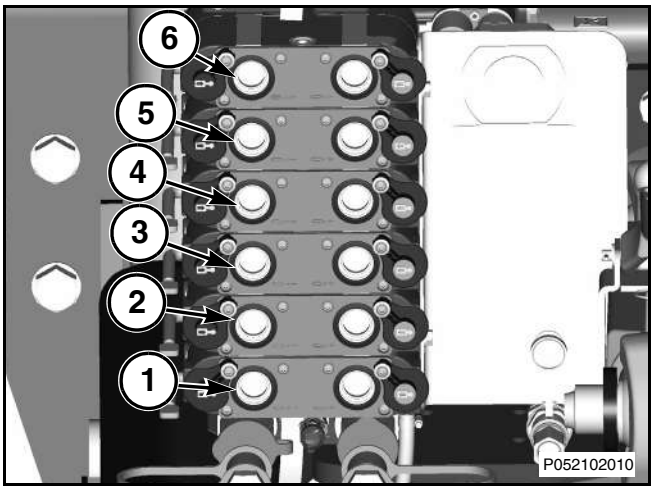

Рис. 39
Рис. 39: Клапаны навесного оборудования распложены в задней части машины. Гидравлический клапан управления (1) расположен в нижней части блока гидравлических клапанов управления. Соединительный разъем левой стороны используется в качестве порта для выдвижения, а правый - для втягивания.